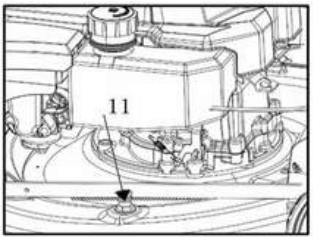

rys. 26
2. Wykonuj czyszczenie pokładu wodą w płaskim terenie z dobrym odpływem. Podłącz wąż ogrodowy do przyłącza wody (11) na pokładzie kosiarki (rys. 26).
4. Pociągnij dźwignię hamulca (3) i przytrzymaj ją przy górnym uchwycie (2), a następnie lekko pociągnij uchwyt rozrusznika (28), aby uruchomić silnik i nóż tnący (30).
5. Zatrzymaj silnik, zwalniając dźwignię hamulca (3), gdy z dolnej części urządzenia nie będzie już wypływać brudna woda ani zanieczyszczenia.